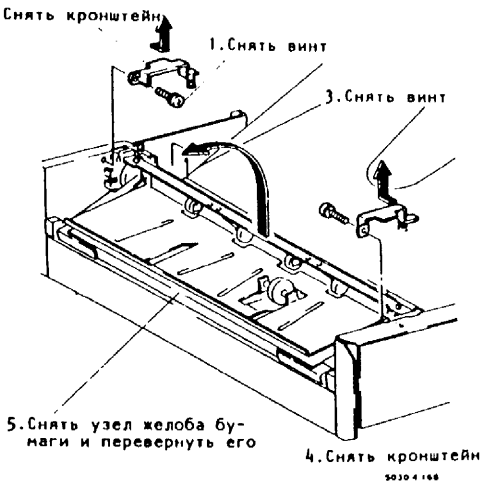

Рис.1. Снятие узла желоба бумаги
4. (Рис.1): Снять узел желоба.